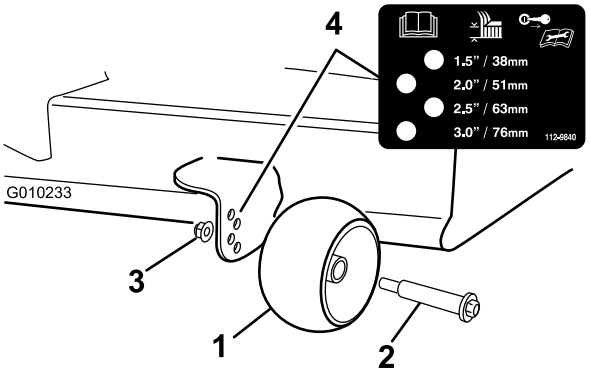

Figuur 21
3. Stel de antiscalpeerrollen (Figuur 21) in zodat deze zo goed mogelijk overeenkomen met de ingestelde maaihoogte.